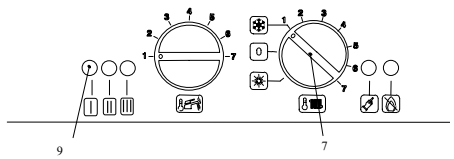

Fig. 2.4
3. If the boiler is to be used for c.h. and d.h.w position the function selector 7 as in Fig. 2.4. The appliance operation light 9 will flash every 2 seconds (operating boiler).
3. Если котел должен работать в режиме отопления и приготовления горячей воды, переключатель 7 должен находиться в положении, как указано на рис. 2.4. Индикатор котла 9 будет мигать каждые 2 секунды (котел работает).